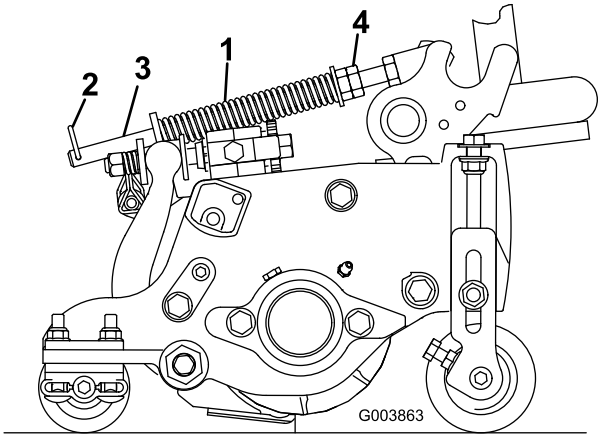

Figur 14
Plænekompensationsfjederen (Figur 14) overfører vægt fra forrullen til bagrullen. Dette medvirker til at reducere dannelsen af et bølgemønster i plænen, også kaldet ondulation.
1. Sørg for, at låseclipsen er monteret i det bageste hul i fjederstangen (Figur 14).
2. Stram sekskantmøtrikkerne på forenden af fjederstangen, indtil fjederens sammentrykkede længde er 12,7 cm på Reelmaster 5410 (klippeenheder på 12,7) eller 15,9 cm på Reelmaster 5510 (klippeenheder på 17,8 cm). Se (Figur 14).